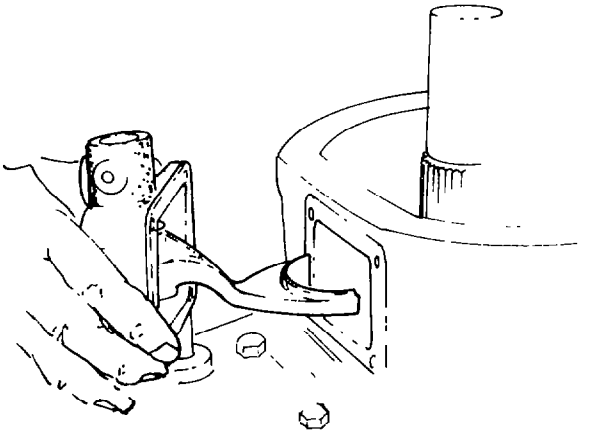

Fig. 223 — Removing Front Drive Selector Assembly
j. Remove the front drive selector assembly from the front drive housing (see fig. 223).